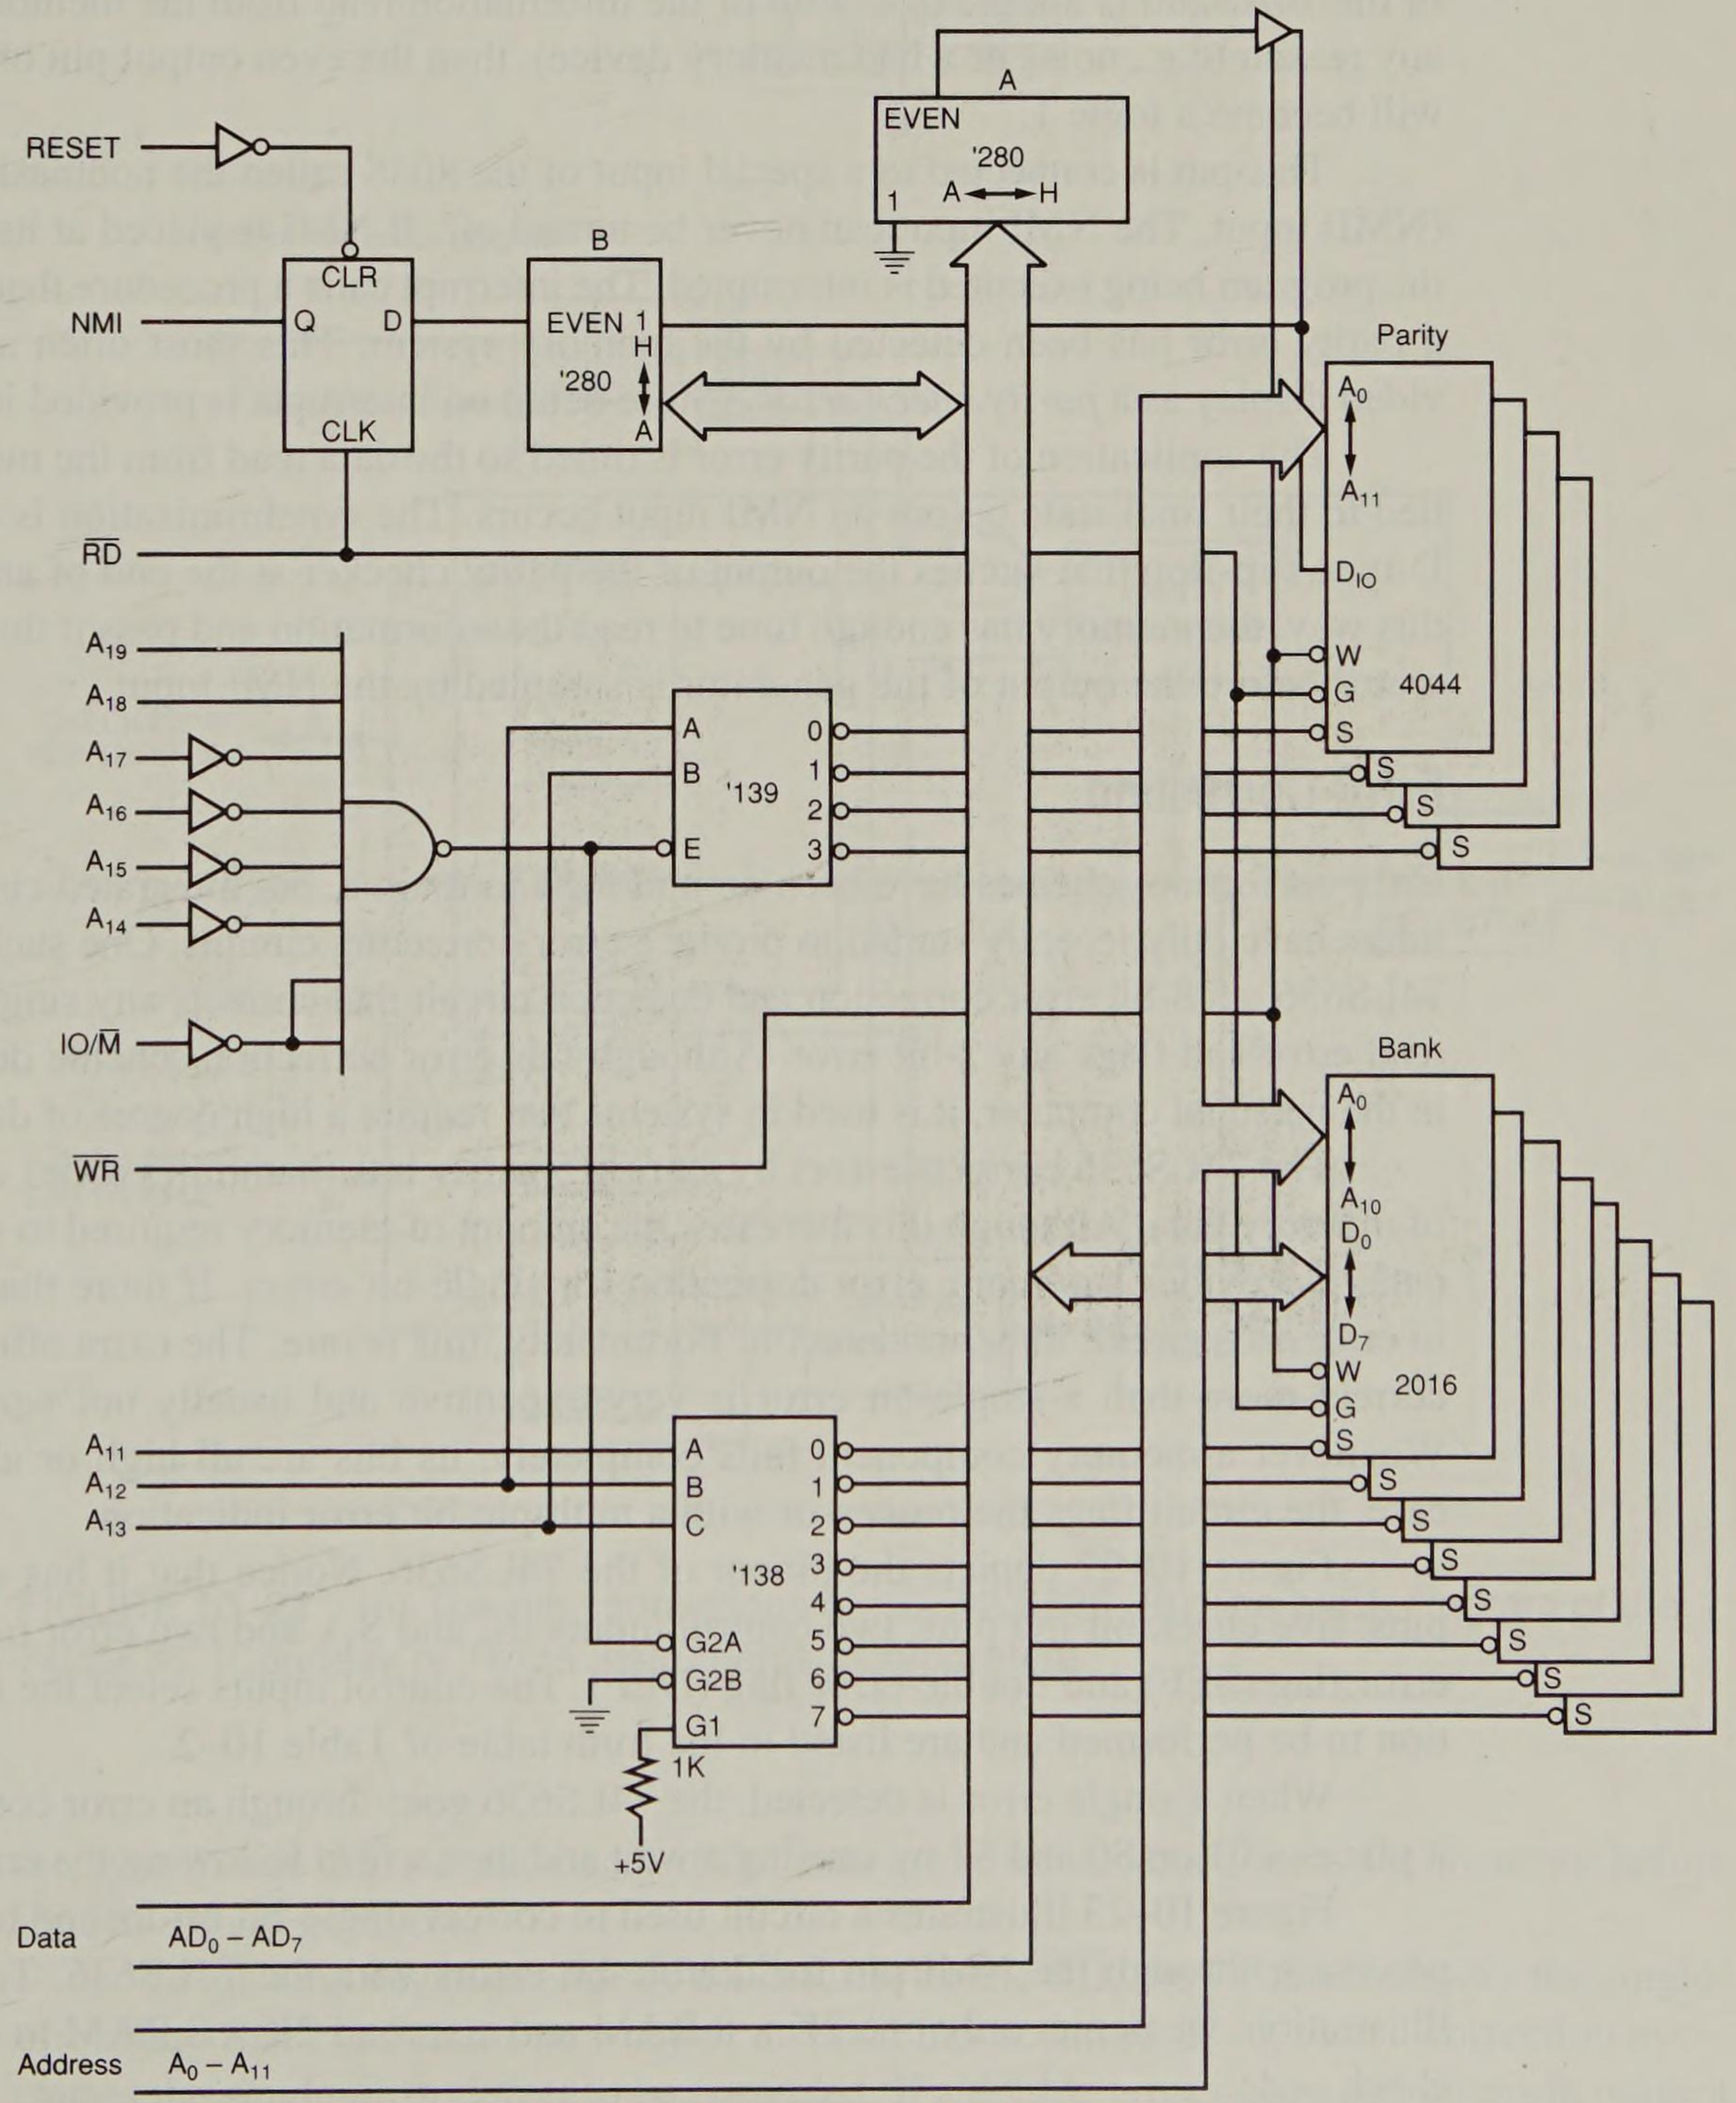

**FIGURE 10–21** A 16K × 8 memory system that contains a parity error detection circuit.
Figure 10–21 illustrates a 16K × 8 static RAM system that has parity generation and detection. Notice that a 74AS280 (A) generates a ninth parity bit stored in one of four different TMS4044 4K × 1 RAM memories. Here the eight data bus connections are attached to the parity generator's inputs A–H. Input I is grounded, so if an even number of 1s appear on the data bus, a 1 is stored in the parity RAM. If an odd number of 1s appear, a 0 is stored in the parity RAM. Odd parity is stored for each byte of data, which includes the parity bit